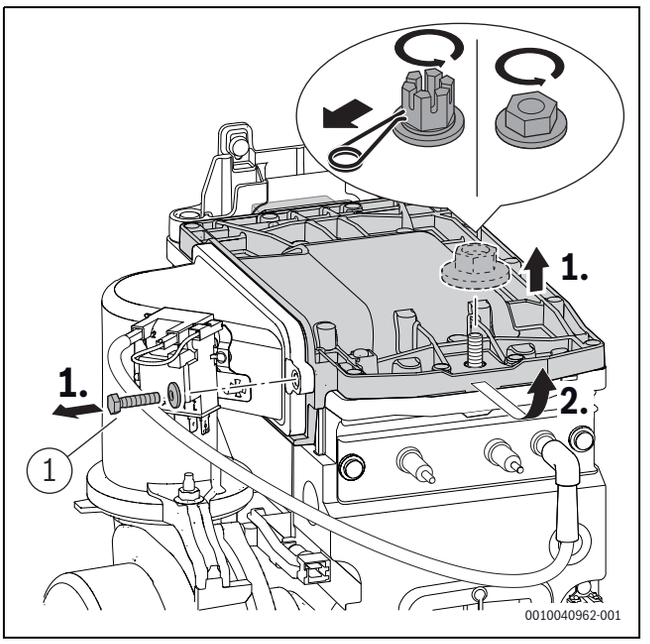

Bild 56 Brennerdeckel ausbauen
- ▶ Schraube ([1], Bild 56) am Brennerdeckel mit 5,5+0,5 Nm festziehen.